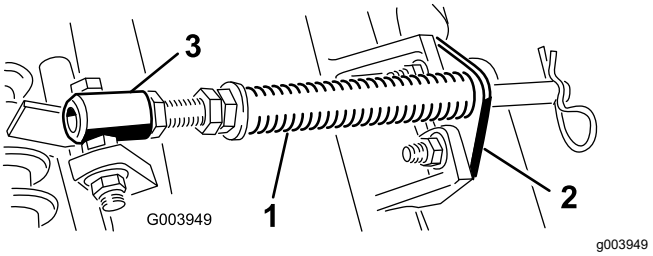

**Figur 10**
A. Fjern de to låseskruene og mutterne som fester stangbraketten til klippeenhetstappene (Figur 10).
B. Fjern flensmutteren som fester fjærrørsskruen til bærerammetappen (Figur 10).